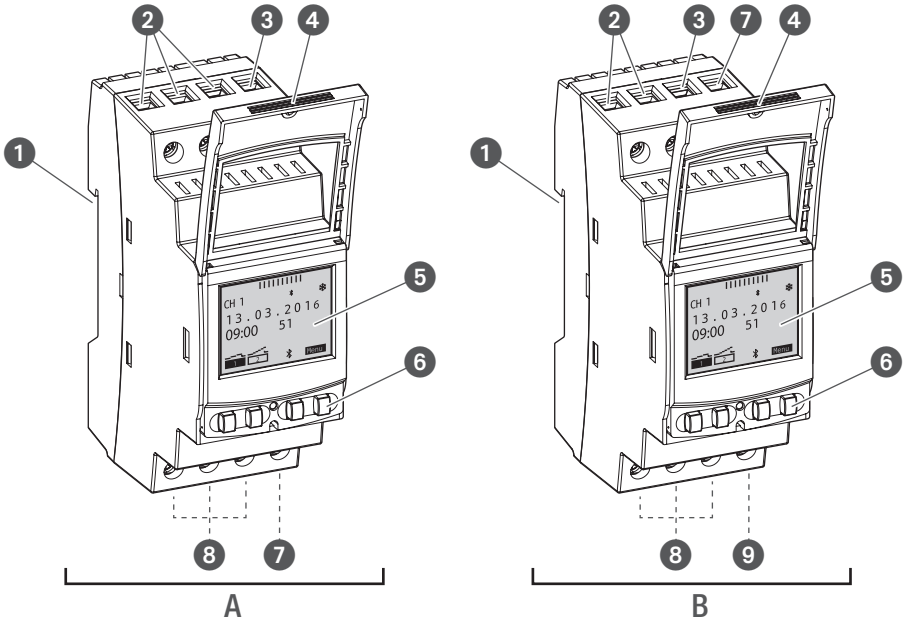

Fig. 1: Horloge modulaire
L'horloge modulaire est une minuterie montée sur un rail DIN (Fig. 1/❶) grâce à un système à encliquetage ; le rail active l'appareil correspondant ainsi raccordé. L'horloge modulaire possède 1 ou 2 canaux et peut être commandée par un écran (Fig. 1/❺) avec 4 touches de commande (Fig. 1/❻). L'horloge modulaire peut être programmée manuellement ou via un appareil portable. La fréquence du signal radio est de 2,4 GHz et la puissance d'émission maximale est de 1,8 mW.